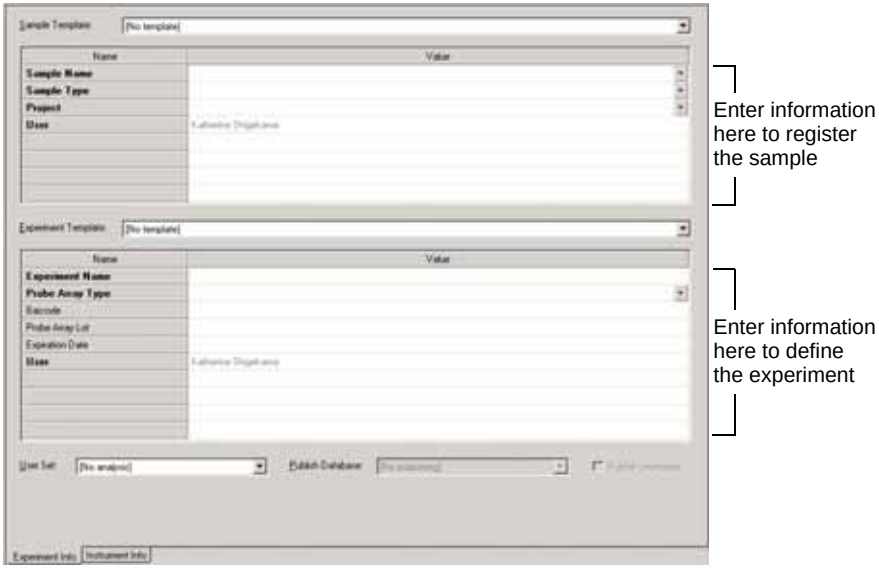

Figure 6.3
You identify, or register, a sample by entering sample information (*attributes*) and associating the sample with a project (which may include several different samples) **(Figure 6.3)**.
⇒ The Experiment Information tab appears **(Figure 6.3).**
*GCOS has the ability to store barcodes. You can enter barcode information in either of two places: in the Experiment tab (**Figure 6.3**) or in the Fluidics dialog box (see **Figure 8.4** on page 101). When you enter a valid barcode (maximum of 64 characters), GCOS stores the barcode with the experiment.*